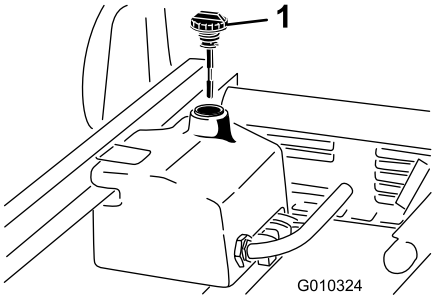

Figuur 19
1. Reinig het gebied rond de vulbuis en de dop van de hydraulische tank (Figuur 19).
3. Verwijder de peilstok (Figuur 19) uit de vulbuis en veeg deze af met een schone doek.